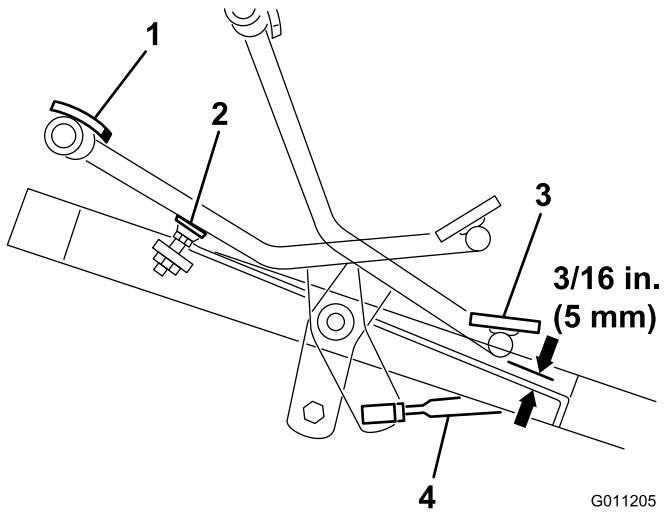

Figur 44
1. Træd traktionspedalen helt fremad, indtil spoleventilen i sektion 5 er helt udtrukket. Pedalen bør berøre pedalstoppet (Figur 44).
2. Kontroller afstanden mellem bunden af pedalen og fodstøtten som vist i Figur 44. Afstanden bør være ca. 5 mm. Hvis afstanden er mere eller mindre end 5 mm, skal traktionskontrolstangen justeres. Gør som følger:
A. Fjern kontramøtrikken og kugleleddet, som fastholder kontrolstangen (Figur 44) til traktionsakslens drejetap.